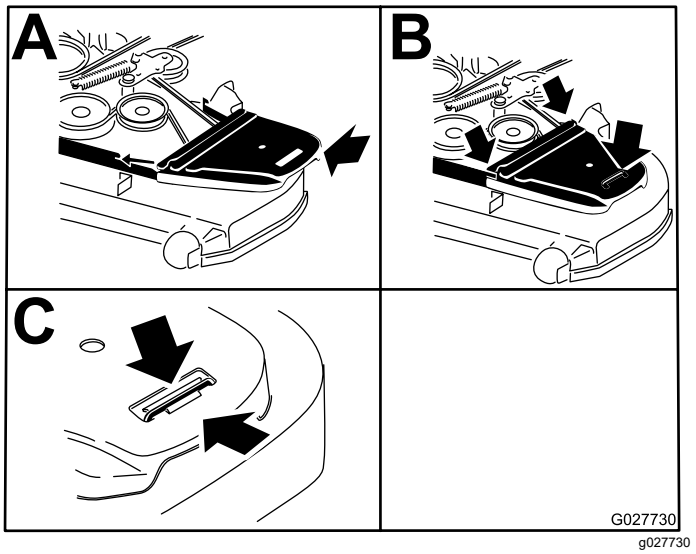

Figure 61
15. Reposez les protège-courroies (Figure 61).